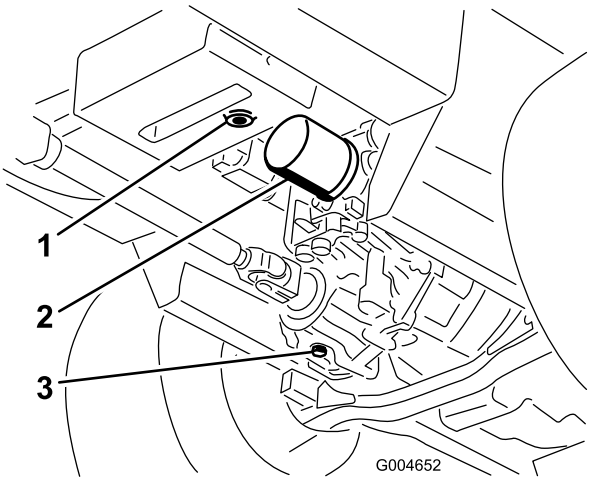

Figur 61
3. Placer en stor bakke under hydraulikbeholderen og gearkassen, og skru propperne af, så al hydraulikvæsken kan løbe af (Figur 61).
4. Rengør området omkring hydraulikvæskefilteret, og afmonter filteret (Figur 61).